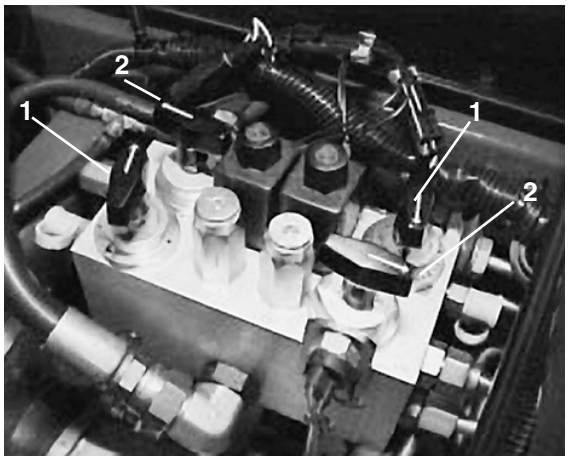

Afbeelding 14
3. Zoek de knoppen voor de toerentalregeling van de messenkooien en de wetschakelaars (Afb. 14). Zet de gewenste wetschakelaar(s) in de wet-stand en de gewenste knop(pen) voor de toerentalregeling van de messenkooien in stand “1”.